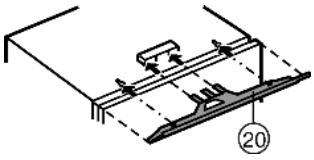

Fig. 10
▶ Установите выравнивающий козырек *Fig. 10 (20)* в устройство посередине: вдвиньте в перемычку и навесьте на замочные отверстия.